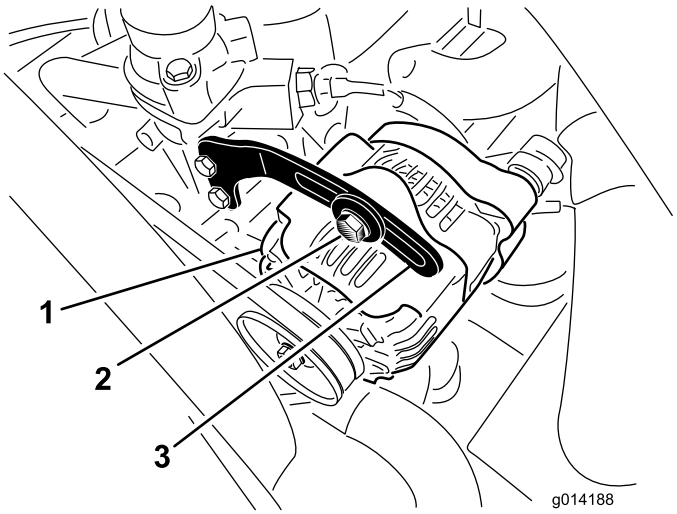

Рисунок 37
2. Проверьте натяжение ремня генератора, надавив на него (Рисунок 37) посередине между шкивами генератора и коленчатого вала с усилием 10 кг.
3. Ослабьте болт крепления скобы к генератору (Рисунок 37) и шарнирный болт генератора.